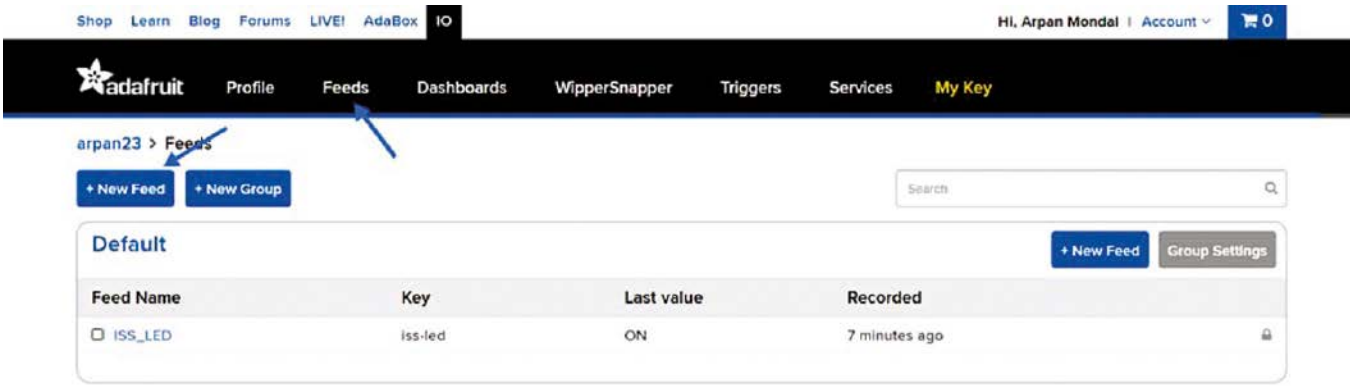
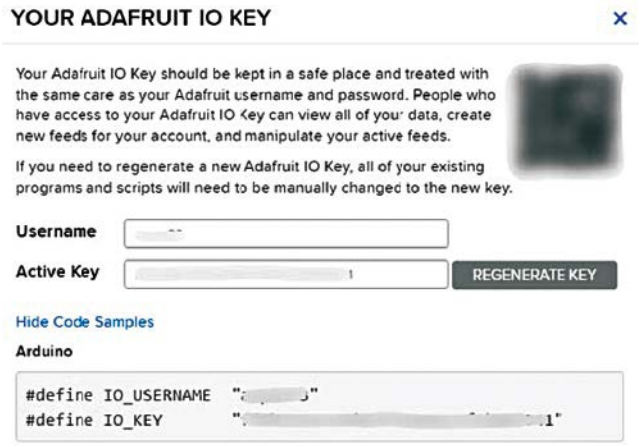

Rysunek 2. Pierwszy krok tworzenie kanału na Adafruit
Rysunek 8. Wprowadzanie aktywnego klucza Adafruit
5. Po utworzeniu bloku kliknij **„My key"** (mój klucz) na górnym pasku (patrz rysunek 2) i zanotuj swoją nazwę użytkownika oraz aktywny klucz, który jest unikalny dla twojego projektu. Nie dziel się nimi z nikim, ponieważ może to narobić bałaganu w twoim projekcie (patrz **rysunek 8**).